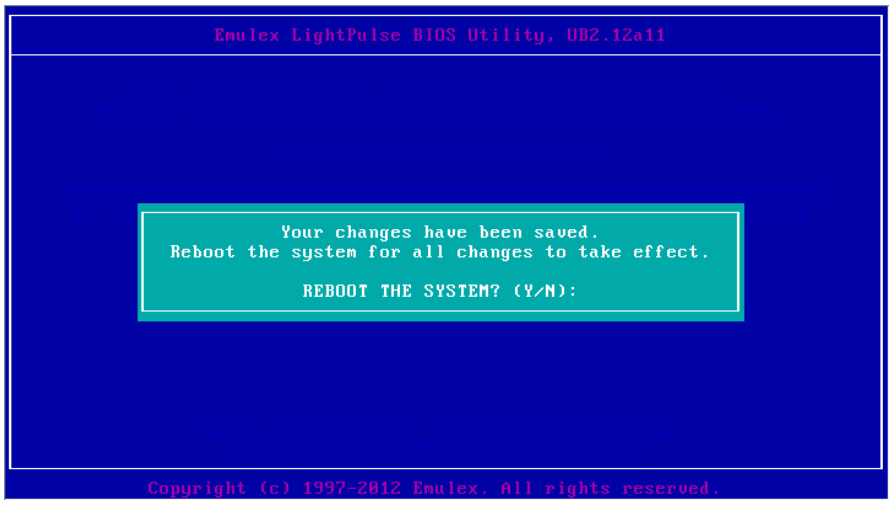

Figure B.5.1-3 Reboot Message
(4) Enter “Y” at “REBOOT THE SYSTEM (Y/N);” in the message of Figure B.5.1-3.